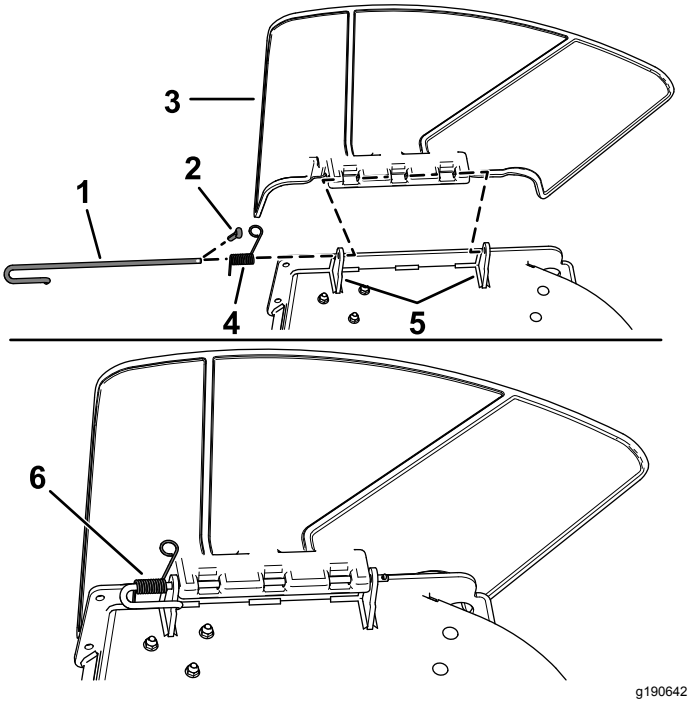

Figuur 6
1. Koppel de veer los van de inkeping in de geleiderbeugel en verwijder de borgpen (uitsluitend voor CE-modellen). Schuif de stang uit de gelaste maaidekbeugels, veer en grasgeleider (Figuur 6).
2. Verwijder de geleider (Figuur 6).